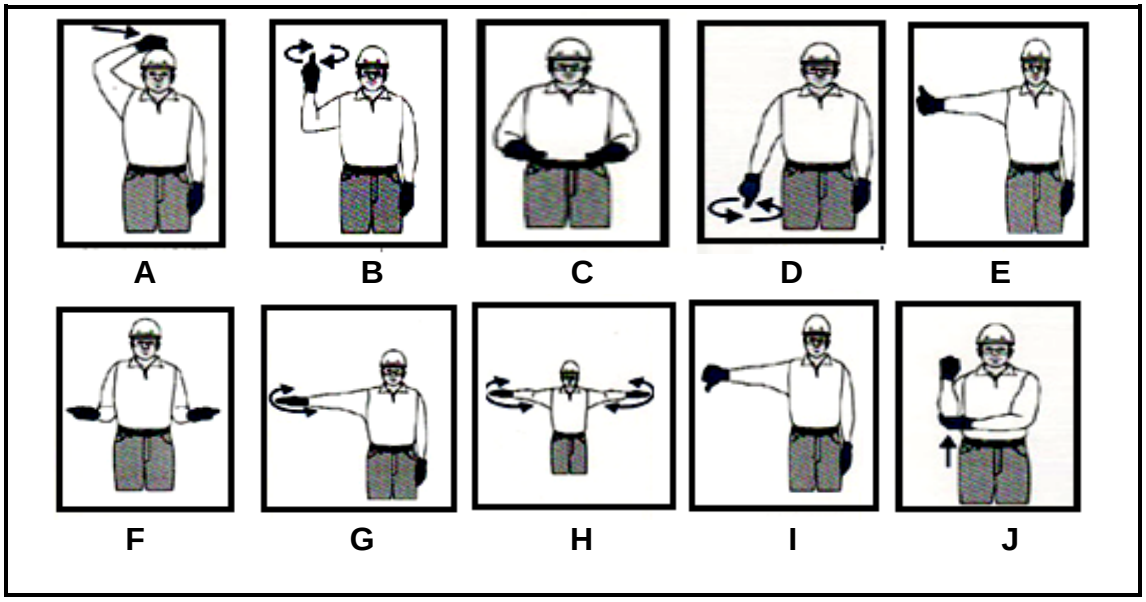

FIGURE 1 (10 × 1) (10)
1.1 FIGURE 1 shows different types of hand signals used during the rigging process. Give the meaning of the signals by writing the answer next to the letter (A–J) in the ANSWER BOOK.